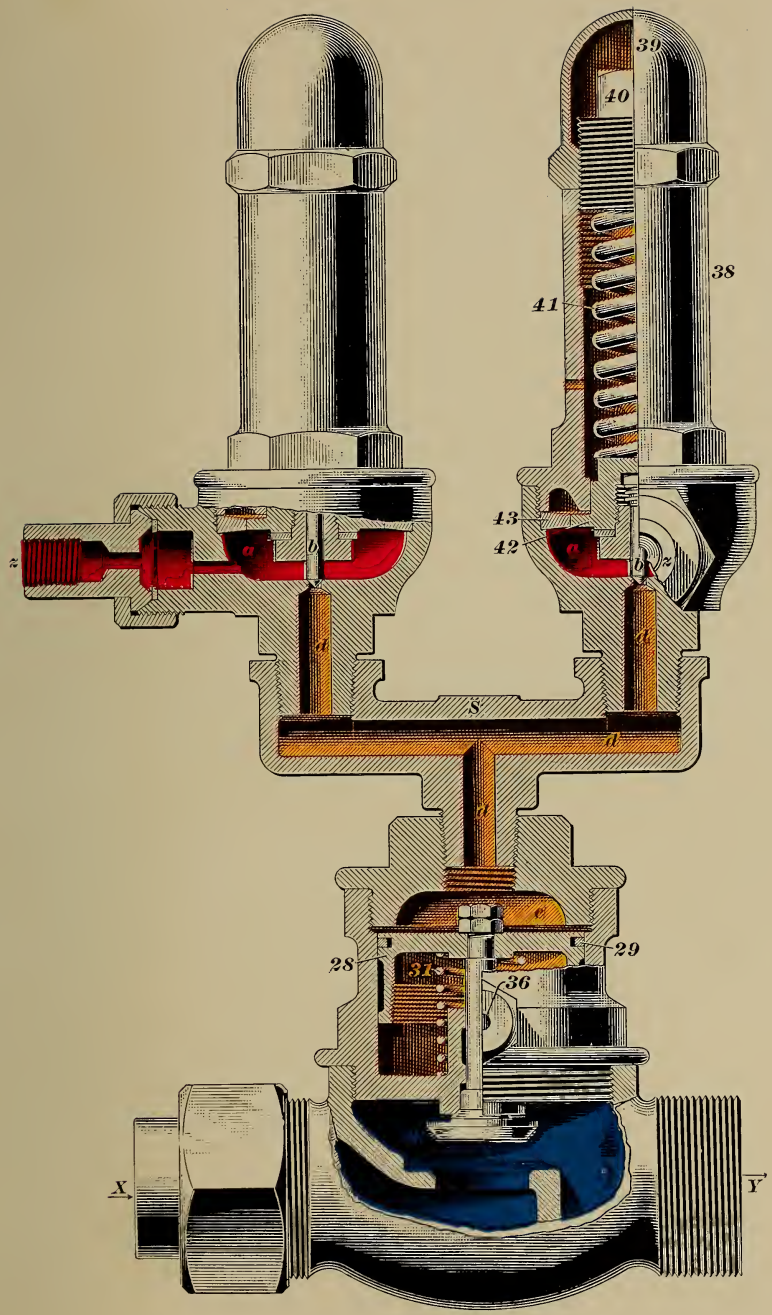

FIG. 12.
30. A sectional view of the **duplex pump-governor** is shown in Fig. 12. By comparing Fig. 12 with Fig. 3 of Part 1, it will be seen that both the diaphragm bodies and the steam-valve body of the duplex governor are exactly the same as the corresponding parts of the ordinary governor (improved type). The only difference in the two governors is that the duplex governor is provided with the *Siamese* fitting *S*, and an extra diaphragm case. This governor is nothing more than a combination of two diaphragm bodies with one steam valve body, and it operates in exactly the same way as the ordinary governor, only one of the diaphragms acting at one time. The description of the improved governor, Art. **27**, Part 1, applies to this governor also, and therefore no further description is necessary. It will be observed that in breaking away the steam-valve case in the illustration of this governor, a sufficient portion has been retained to allow the drip-pipe connection *36* to be shown. Also, in breaking away the right-hand diaphragm case, part of the union fitting *z* has been left in. The parts of the valve are lettered and numbered the same as the corresponding parts of the valve shown in Fig. 3, Part 1.